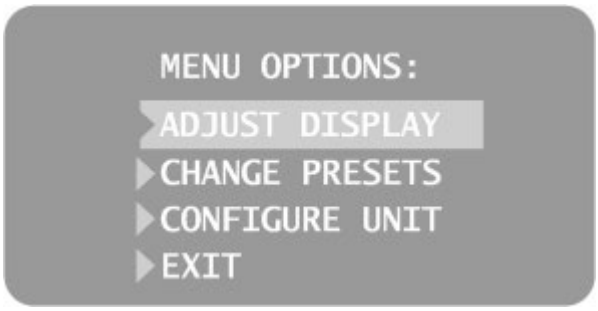
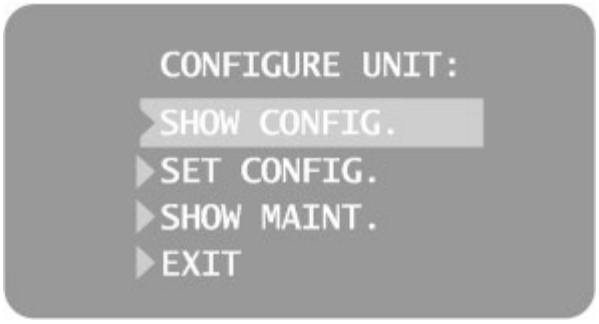
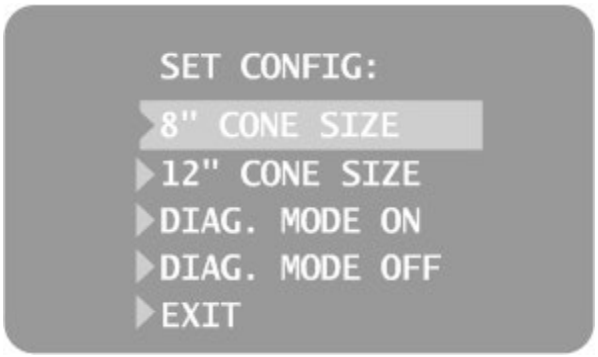

Figure 49
Figure 52
Figure 53
1. To enter system configuration mode, press the Tooth Selection and Patient Size Selection buttons on the Operator Panel simultaneously for 5 seconds. The display shows the Main System Configuration menu, as shown in *Figure 49*, and the Ready Indicator blinks.
1. From the Main System Configuration menu, *Figure 49*, select ADJUST DISPLAY. The Display Options menu shown in *Figure 50* will be displayed.
1. From the Main System Configuration menu, *Figure 49*, select CHANGE PRESETS. The the Preset Options menu shown in *Figure 51* will be displayed.
1. From the Main System Configuration menu, Figure 49, select CONFIGURE UNIT. The Configuration menu shown in *Figure 52* will be displayed.
Selecting SET CONFIG from the Configuration menu, *Figure 52*, displays the Set Configuration menu, *Figure 53*, with options to change the cone size. The Preva Dental X-ray System is preset for use with the standard supplied 8” [20 cm] Cone. The 12” [30 cm] Cone (30-A2033) is available. Using the longer Cone requires longer exposure times, which the Preva automatically selects when the Cone size is changed in the Set Configuration menu.
1. From the Main System Configuration menu, *Figure 49*, select CONFIGURE UNIT. The Configuration menu shown in *Figure 52* will be displayed.
2. Select SET CONFIG. The Set Configuration menu, shown in *Figure 53* will be displayed.
3. Select the SET CONFIG option. The Set Configuration menu, *Figure 53* will be displayed.
4. Press the down arrow to highlight the DIAGNOSTIC MODE ON option, and press Enter. The Configure Unit menu, *Figure 52* will be displayed.
5. Press the down arrow to highlight the Exit option, and press Enter. This displays the Menu Option screen, *Figure 49*.
2. Press the down arrow to highlight the CONFIGURE UNIT option, and press Enter. This displays the Configure Unit menu, *Figure 52*.
3. Press the down arrow to highlight the Set Configuration option, and press Enter. The Set Configuration menu, *Figure 53* will be displayed.